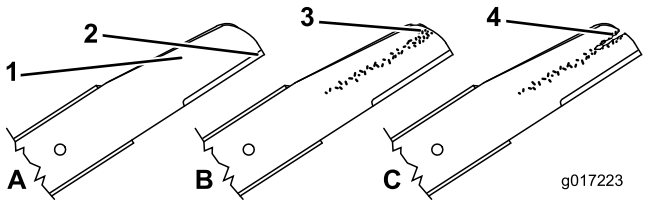
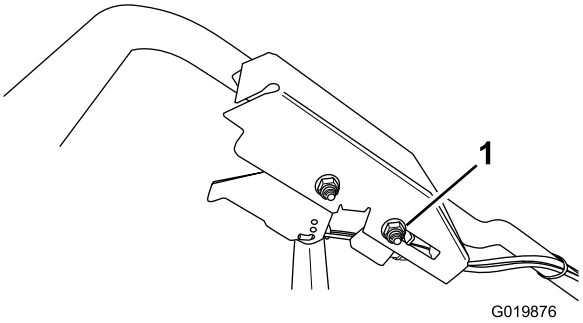

Rysunek 36
Rysunek 42
1. Sprawdź krawędzie tnące (Rysunek 36). Jeśli krawędzie nie są ostre lub są postrzępione, zdemontuj ostrza i naostrz je lub wymień.
2. Sprawdź same ostrza, szczególnie powierzchnię zakrzywioną (Rysunek 42). W przypadku dostrzeżenia oznak uszkodzeń, zużycia lub tworzenia się w tym obszarze szczelin (Rysunek 36), natychmiast wymień ostrza na nowe.
2. Poluzuj nakrętkę wspornika linki (Rysunek 42).